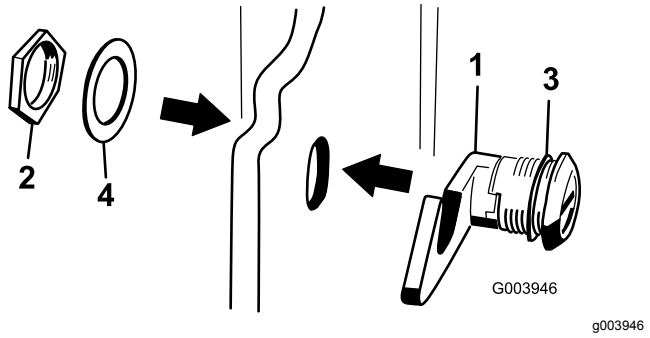

Figur 18
3. Fjern mutteren fra panserlåsenheten (Figur 18).